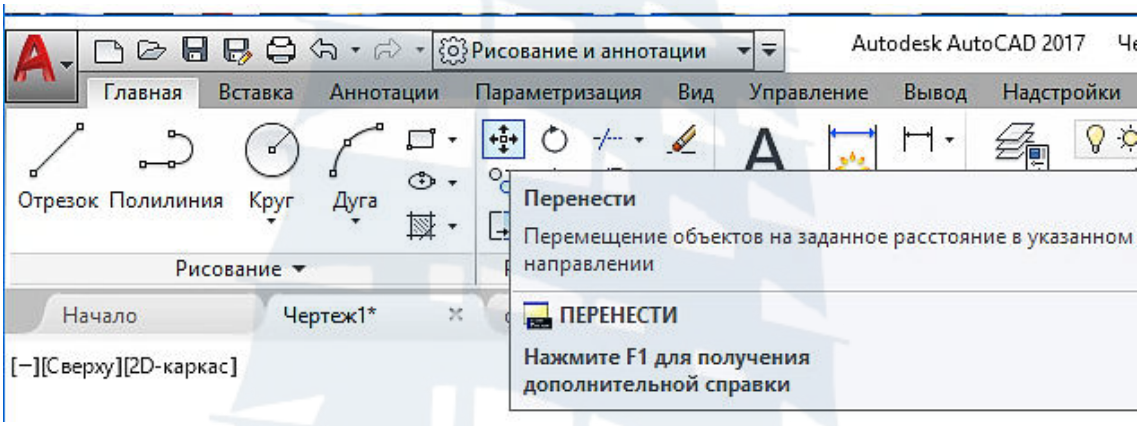

Рис. 106
– щелчком мыши по кнопке на панели инструментов **Редактирование** на вкладке **Главная** (рис. 106);